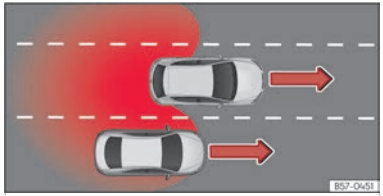

Fig. 151 Adelantamiento en el carril central e incorporación posterior al carril derecho.
- Cuando se adelanta a otro vehículo ››› fig. 151 con una diferencia de velocidad de aprox. 10 km/h (6 mph). Si el adelantamiento es considerablemente más rápido, no se muestra ninguna indicación.